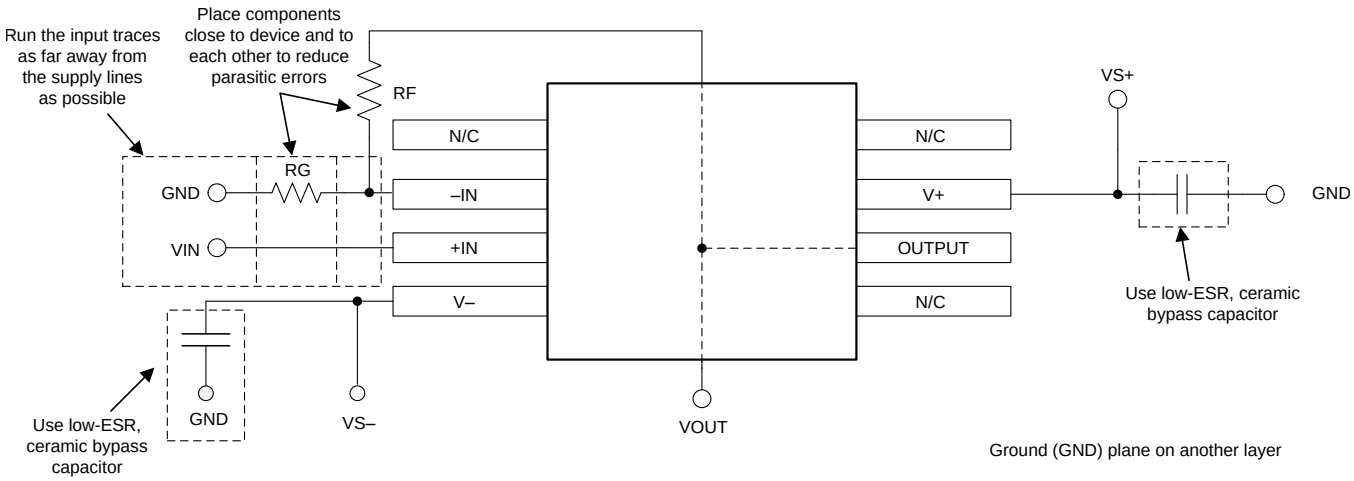

**Figure 67. Operational Amplifier Board Layout for Noninverting Configuration**
- Place the external components as close to the device as possible. As shown in Figure 67, keeping RF and RG close to the inverting input minimizes parasitic capacitance.